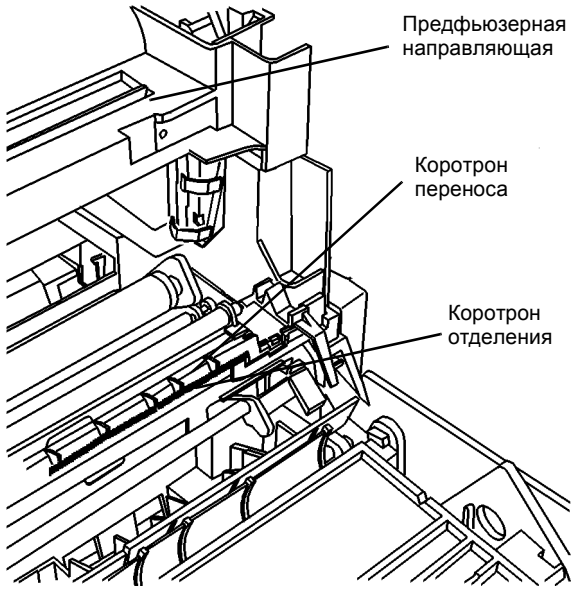

Рисунок 7 Предфьюзерная направляющая и коротрон переноса/отделения
Выполните для проверки валика переноса (Рисунок 7) (Процедуры технического обслуживания, раздел 1).
- Почистите коротрон переноса/отделения (Рисунок 7).
- Проверьте, не осталось ли ворсинок на коротроне (Рисунок 7).
- Проверьте, не осталось ли на коротроне ворсинок (Рисунок 7).